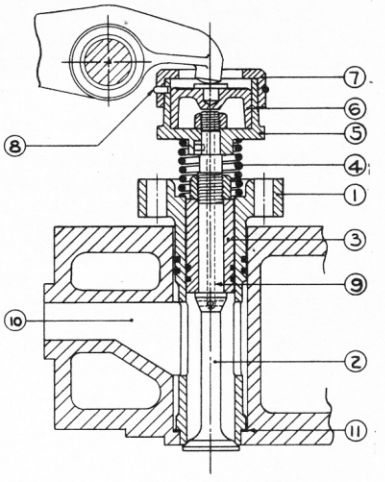

FIG. H-1
The poppet type starting air valve, illustrated in Fig. H-1, is actuated from the camshaft by means of a lifter, pushrod and rocker, and is rendered inoperative while the engine is running by a pneumatic piston arrangement between the top of the valve stem and rocker. Fig. H-1 shows the device in the inoperative or cutout position, as it is when the engine is running. Valve (2) is held closed against its seat by spring (4), and piston (6) is down against cylinder (5), held so by a spring under the lifter. This spring holds the lifter and its latch up clear of the camshaft, so that as the cam rotates it does not contact the latch roller. (See description of latches under paragraph 28.) The pushrod is raised, rotating the rocker and holding piston (6) down against the cylinder as shown.
Referring to Fig. H-1 the valve assembly is contained in cage (1) which is sealed to the head by copper gasket (11) at the bottom and by piston rings at the top and is held in place by two studs. Bronze bushing (3) works in the cage and is sealed against the starting air pressure by two piston rings. Stop (7) is threaded onto piston (5) and is locked in place by snap ring (8), the end of which is bent in and projects into a drilled hole in the cylinder. If either stop or cylinder are replaced this hole must be drilled in the cylinder, in line with the hole in the stop when the two parts are screwed tightly together. Use a 13/64" drill. The piston travel should be from .300" to .330", and may be adjusted by facing off the top of either the cylinder or the piston.
On the smaller bore engines the starting air rocker is mounted eccentrically on the rocker shaft. When starting the engine an air ram described in Section R turns the rocker shaft and lowers the air start rocker until contact is made with the air start cam. Consequently on these engines the pneumatic piston arrangement described in paragraph 5 is not needed and is omitted, the rocker bearing directly on the valve stem. On 11½" bore engines the valve is mounted in a cage similar to that shown in Fig. H-1, while on the 10" bore engine the valve is guided and seated directly in the head. Hand oil the air start valves occasionally as described in paragraph 5.